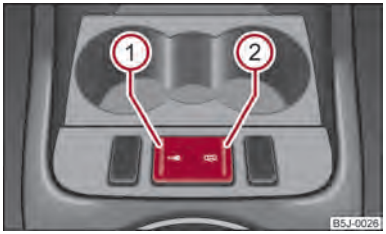

Fig. 13 Consolle centrale: Tasto per la chiusura centralizzata
– Premere il tasto ① ⇒ fig. 13. Il simbolo sul tasto si accende.
– Premere il tasto ② ⇒ fig. 13. Nel tasto si spegne il simbolo.